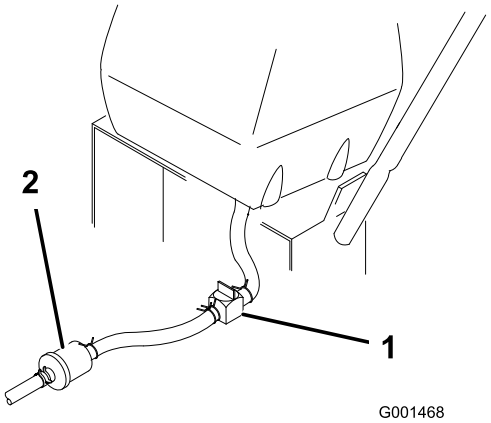

Figur 28
2. Stäng bränslekranen vid bränsletanken (Figur 28).
3. Kläm ihop ändarna på slangklämman och dra den upp på bränsleslangen bort från bränslefiltret (Figur 28).
4. Dra av bränsleslangen från bränslefiltret (Figur 28). Öppna bränslekranen och låt bensinen rinna ut i en bensindunk eller ett avtappningskärl.
3. Stäng bränslekranen vid bränsletanken (Figur 28).
7. Öppna bränslekranen vid bränsletanken (Figur 28).